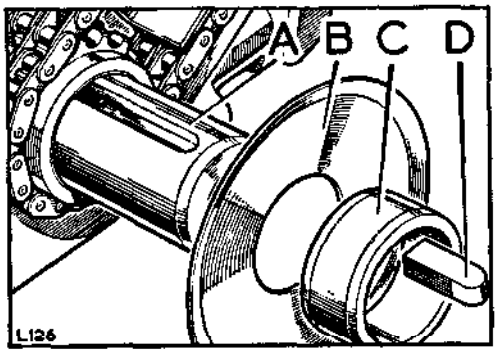

**Fig. A3-84. Oil thrower details**
1. If previously removed, fit the oil thrower (concave face toward the front) and oil sealring to the crankshaft and refit the crankshaft key, Fig. A3-84 refers.